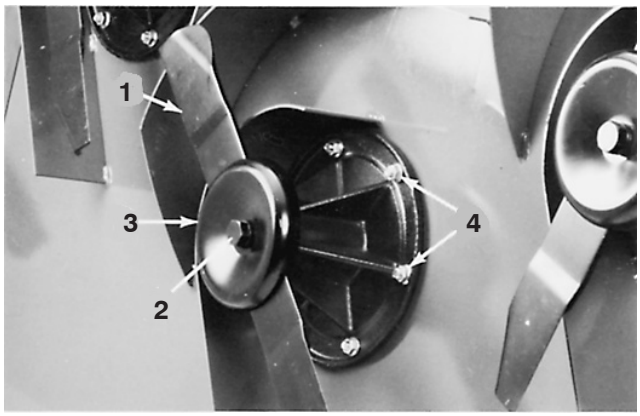

Figure 63
2. Using a rag or thickly padded glove, grasp end of blade. Remove blade bolt, lockwasher, anti–scalp cup and blade from spindle assembly (Fig. 63).